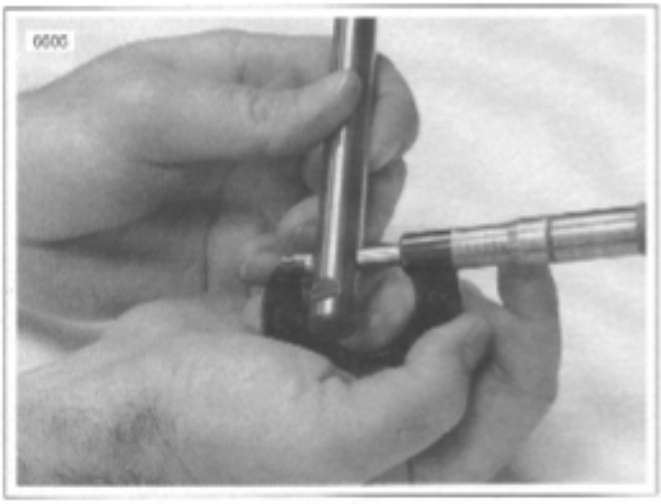

Figure 3-70. Measuring Rocker Arm Shaft Diameter (Rocker Arm Bushing Position)
b. See Figure 3-70. Measure where rocker arm bushings ride.